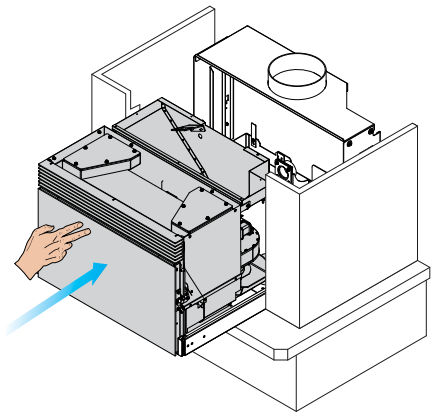

fig. 6.1.12
12) Pousser la machine jusqu'au fond de la course des rails. (Fig. 6.1.12)